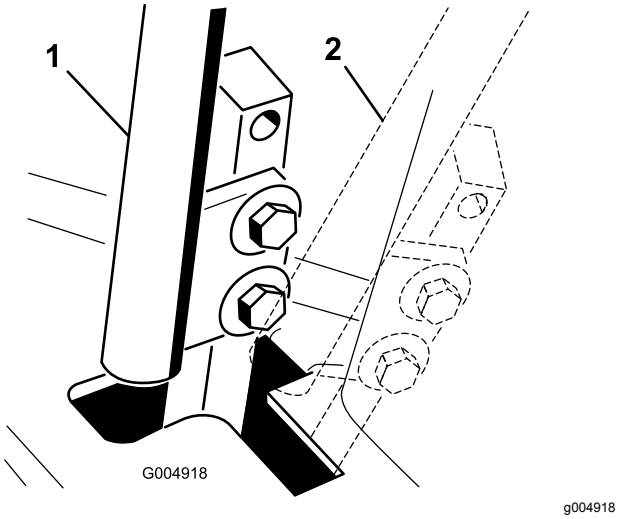

**Rysunek 51**
4. Ustaw dźwignię sterowania w położeniu NEUTRALNYM, ale jej **nie blokuj** (Rysunek 51).
6. Sprawdź, w którym miejscu znajduje się dźwignia względem wycięcia w konsoli (Rysunek 51).